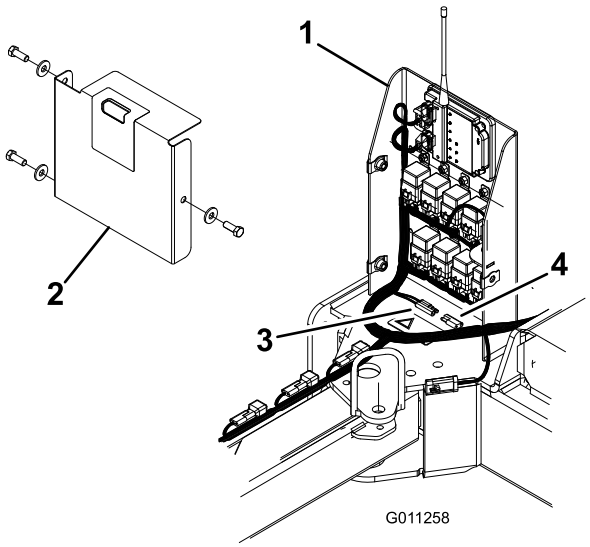

Figur 35
- Fjern de tre skruene og skivene som fester dekselet til den elektriske boksen og fjern dekselet (Figur 35).
- Fjern hetten fra koblingene på de oransje og røde ledningene i den elektriske boksen (Figur 35).